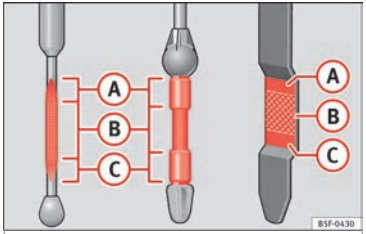

Fig. 242 Marked engine oil dipstick
- When the oil level is at least in the ››› **Fig. 242** (B) zone, insert the dipstick into the tube fully to avoid engine oil escaping when the engine is running.
- **If the engine oil level is above the area ››› Fig. 242 Ⓐ do not start the engine. Seek specialist assistance. Otherwise catalytic converter and engine damage may occur.**
The oil level must never be above area ››› Fig. 242 Ⓐ. Otherwise oil can be drawn in through the crankcase breather and escape into the atmosphere via the exhaust system.